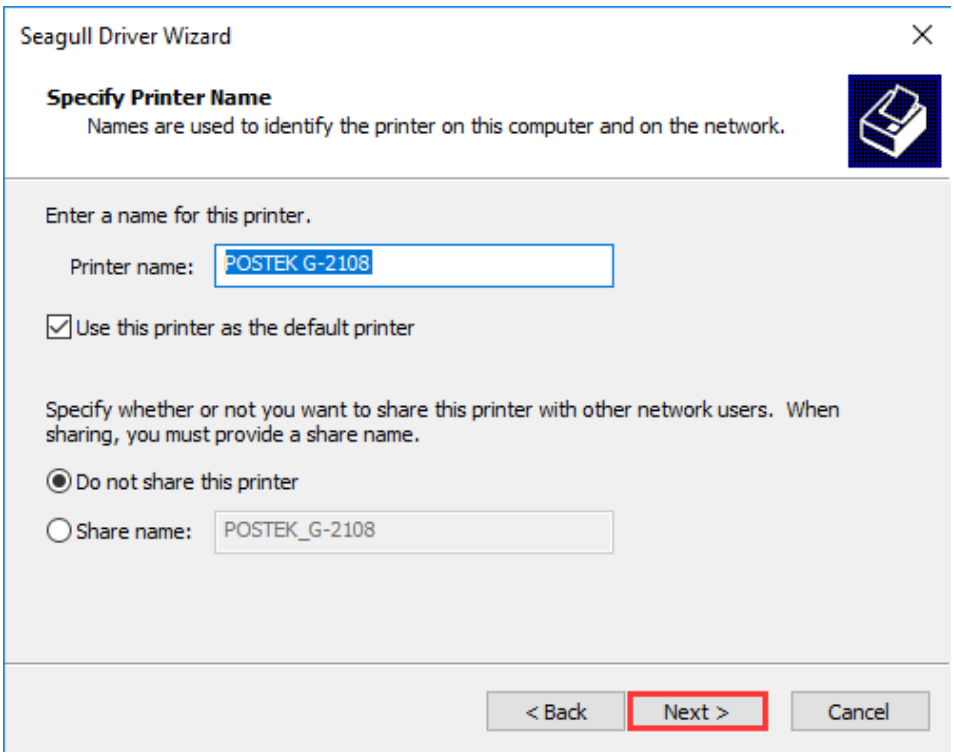

Figure 2-36 Specify Printer Name
10. On the "Specify Printer Name" screen, enter a name for the printer, as shown in Figure 2-36. Click "Next" to complete the driver installation.